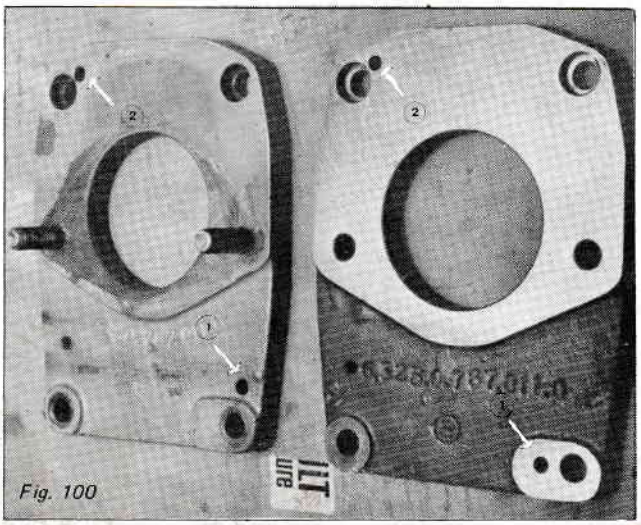

Fig. 100
*Selon les modèles de tracteurs, les trous (1) (Fig. 100) peuvent occuper 2 positions différentes.*